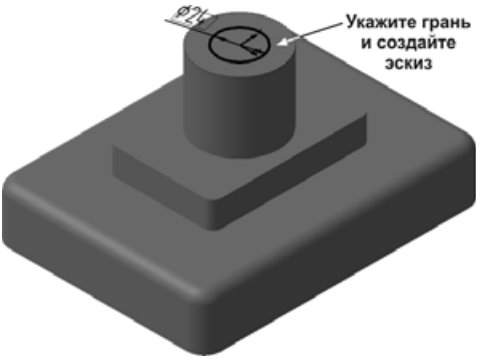

Рис. 5.35
- На верхней грани цилиндрической бобышки создайте новый эскиз и постройте в нем окружность диаметром 24 . Центр окружности укажите в точке начала координат эскиза с помощью привязки **Ближайшая точка** (рис. 5.35).